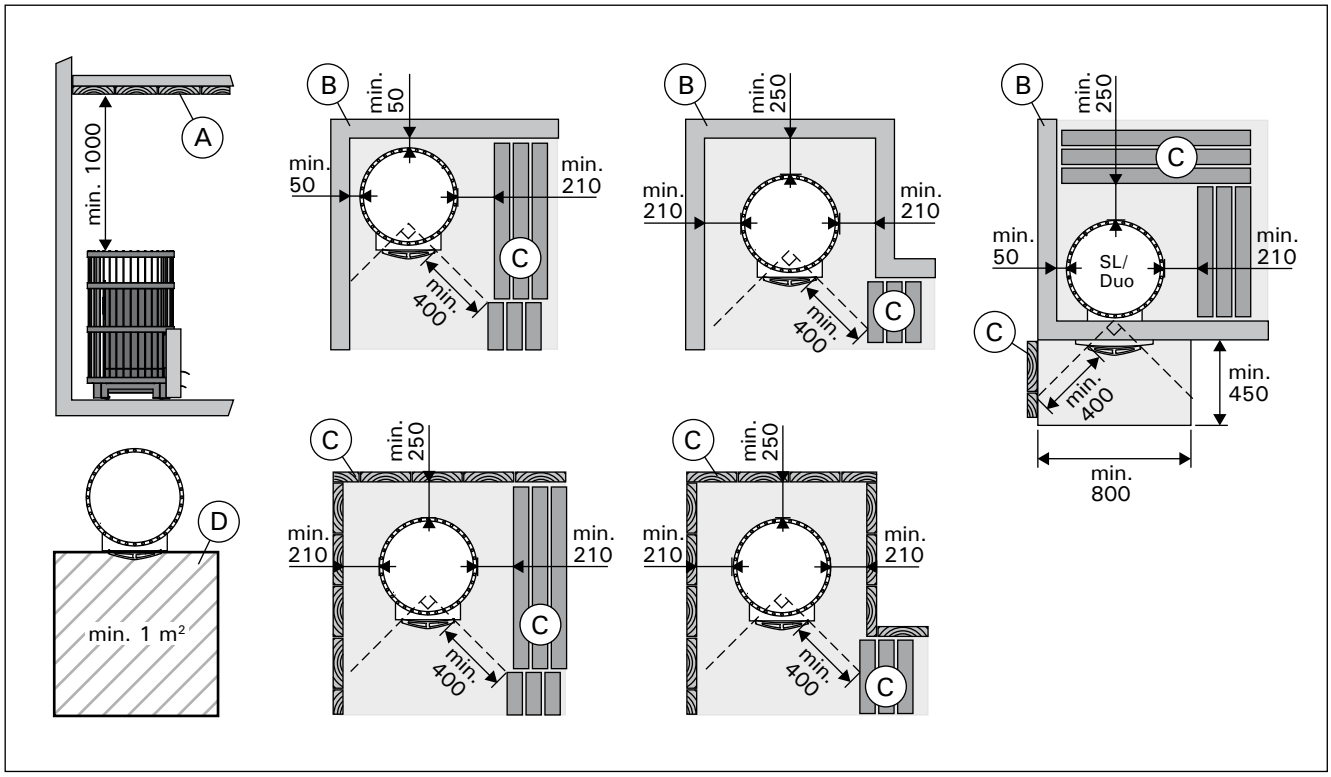

Рисунок 8. Безопасные расстояния (все размеры приведены в миллиметрах)
4.1.2. Безопасные расстояния (рисунок 8)